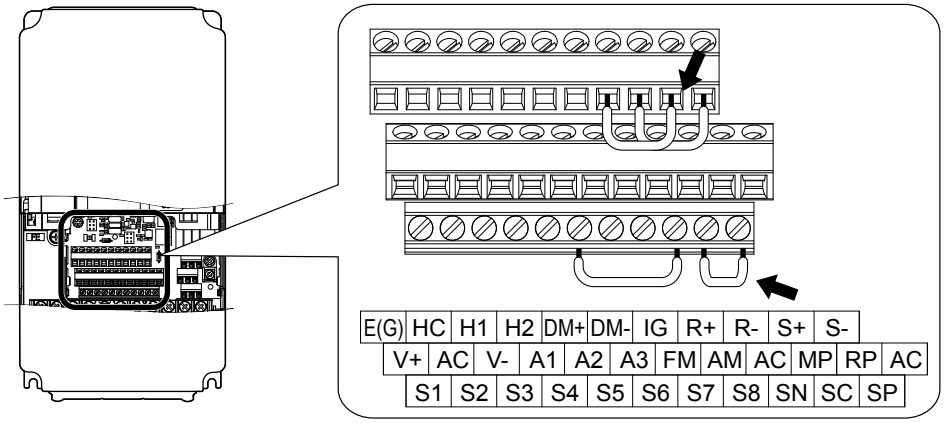

Figure C.8 Terminal Connections for Communication Self-Diagnostics
4. With the power off, wire the drive as shown in ***Figure C.8***, connecting terminals R+ and S+, R- and S-, and S6 and SN.